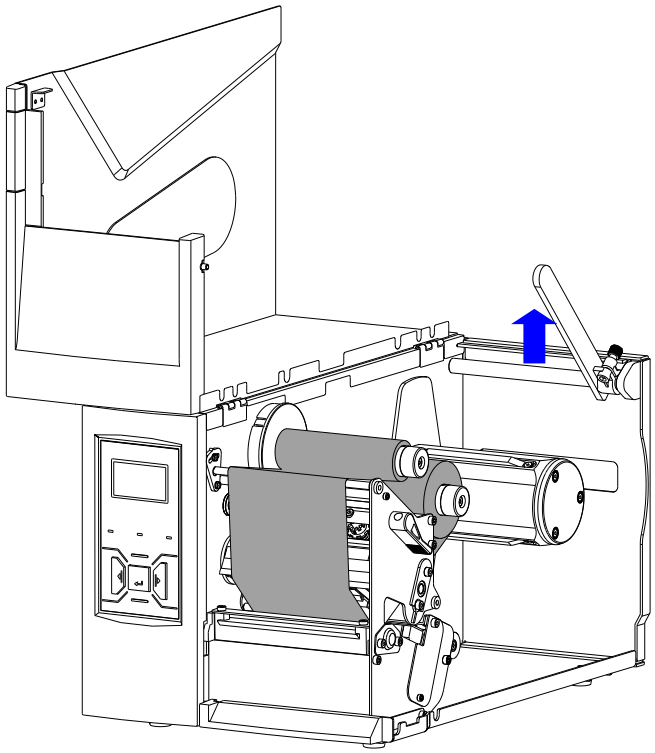

Figure 2-15 Lift the Baffle Arm
1. Remove the 3″ core adapter. Refer to Figure 2-15.Use the Allen wrench bundled with the printer to remove the screw securing the 3″ core adapter, and then slide the 3″ core adapter out to remove it from the printer.
2. Loosen the Thumbscrew, then lift the Baffle Arm, as shown in Figure 2-15.